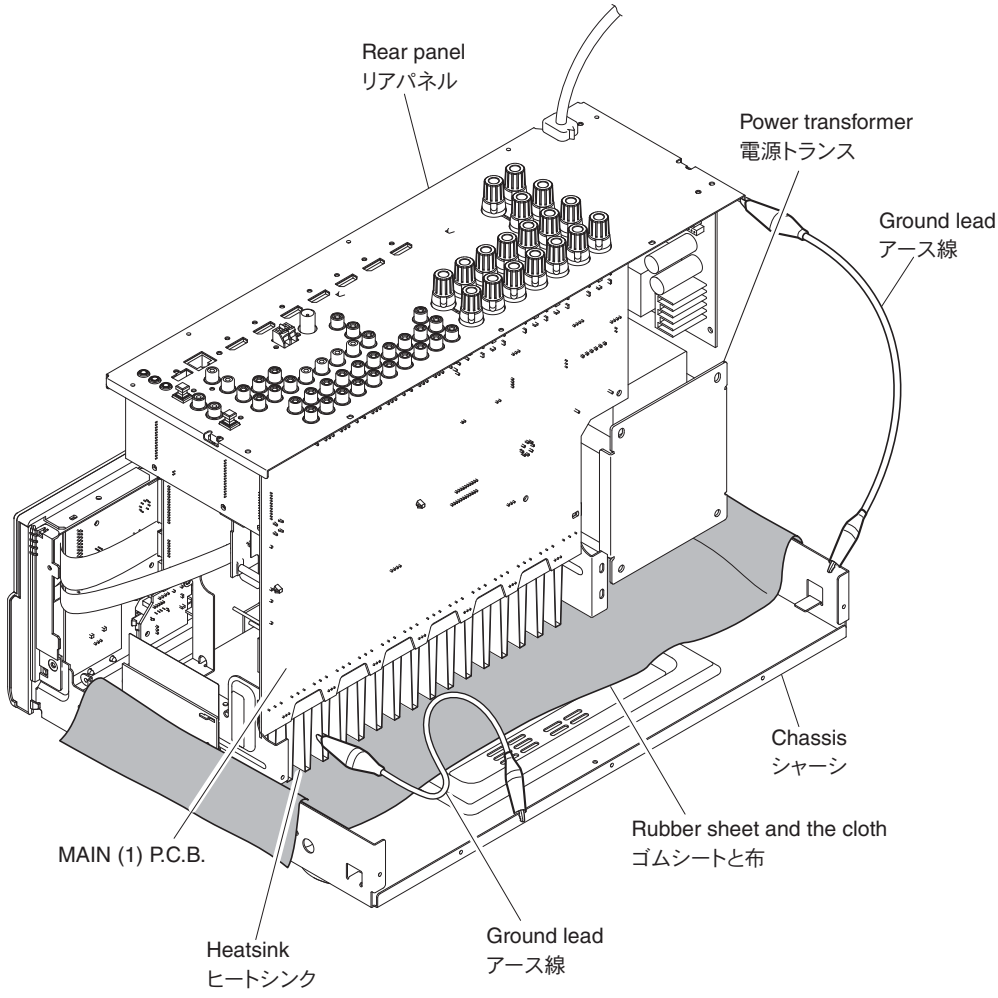

Fig. 4
- Place the P.C.B.s (with rear panel) upright. (Fig. 4)
- Connect the heatsink and rear panel to the chassis with a ground lead or the like. (Fig. 4)
- リアパネルと一緒に P.C.B. を立ち上げて置きます。（Fig. 4）
- ヒートシンク、リアパネルをリード線等でシャーシに接続してください。（Fig. 4）